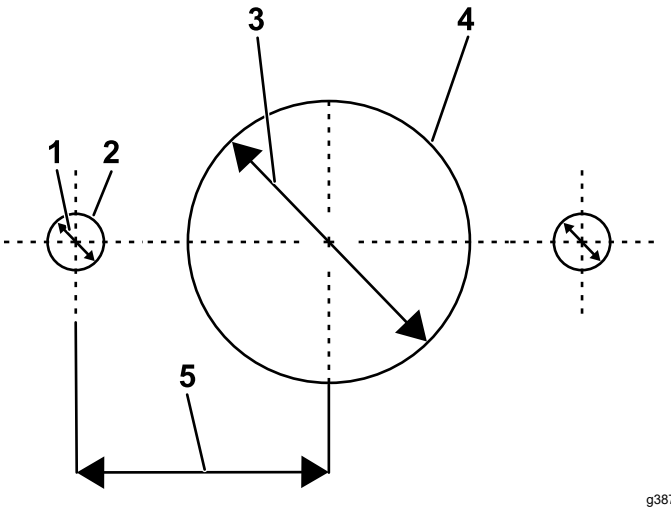

Figur 3
2. Bruk målene vist i Figur 3 og den midtre prikken som referanse, og bor tre hull i følgende rekkefølge:
Viktig: **Påse at de to ytre hullene er symmetriske i forhold til hullet i midten (Figur 3).**